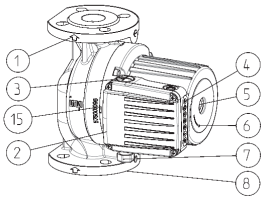
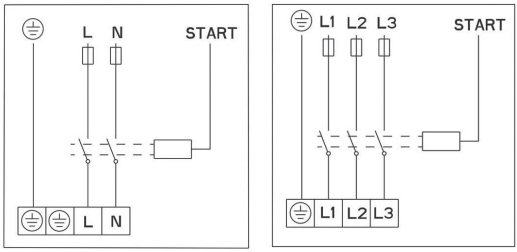

Abb.1
Abb. 3
- Die Pumpe wird in die Rohrleitung so eingebaut, dass die Pumpenachse 1-1 horizontal ist (Abb. 3).
- Die Durchflussrichtung des Fördermediums muss mit dem Pfeil auf dem Pumpengehäuse übereinstimmen (Abb. 1 – Pos. 1).
- Anschlussflanschen sind NP 6/10 (Abb.1 – Pos.8)
- GHN (basic, auto), GHNM (basic, auto) – Pumpen verfügen über ein einfaches Hydraulikgehäuse (Abb.1 – Pos.8)
Das Hydraulikgehäuse der Pumpe darf nur bis zum Spalt zwischen dem Motor und dem Hydraulikgehäuse isoliert werden. Öffnungen zur Kondensatableitung aus dem Statorraum müssen immer frei bleiben, dass gleiche gilt für den Einsatz der Pumpe in Heizsystemen, wenn eine Wärmeisolierung des Hydraulikgehäuses vorgenommen wird (Abb. 1, 2, Pos. 15). Das Elektromotorgehäuse, in dem sich Öffnungen zur Kondensatableitung befinden, darf nie isoliert werden!
Der Einspeiseleiter wird über die Einführung M20 (Abb.1 – Pos.7) angeschlossen.
Die Anschließung der Pumpen muss nach dem Schaltplan (Abb. 3), der an der Unterseite des Motordeckels abgebildet ist, erfolgen. Zuerst muss der obere Deckel abgeschraubt werden (Abb.1 – Pos. 2 ).
Bei Pumpen des Typs GHN (basic, auto), GHND (basic, auto), GHNMD (basic, auto), GHNMD (basic, auto) liegt der Rotor im Wasser, in besonderen wassergeschmierten Lagern. Darum muss vor der Inbetriebnahme die Pumpe mit Wasser gefüllt und entlüftet werden. Zur Entlüftung der Pumpen wird die Schraube auf der Hinterseite des Elektromotors (Abb.1-Pos. 5) herausgeschraubt. Aus der Spalte zwischen der Motorwelle und dem Lager strömt Luft heraus. Wenn Wasser heraustropft, schließen sie die Ventile auf der Ansaug- und Druckseite der Pumpe und starten sie die Pumpe. Die eingebaute Anzeige zeigt ein Drehen der Pumpenachse in die falsche Richtung mit mehrfachen Blinken des roten Lichtes an.
einen Knopf ⓢ Knopf (Abb. 1, Pos. 4), mit dem man zwischen den Geschwindigkeiten wählt. Einstellung der Geschwindigkeiten bei Pumpentypen GHN,GHND, GHNM, GHNMD ( auto ) (ⓔ①②③Ⓐⓐⓢ) kann auf Knopfdruck ⓢ manuell bei der Geschwindigkeit ① ② ③ und automatisch ⓢ in Ⓐ oder Ⓐ In beiden Fällen funktioniert die Pumpe abhängig von dem Durchlauf bei den Geschwindigkeiten ② ③ automatisch. Bei dem Nachtregime Ⓐ ist noch Mediumtemperatur berücksichtigt und wenn die Mediumtemperatur fällt, schaltet die Pumpe in die Geschwindigkeit ② Fall (> 10° C) oder Geschwindigkeit um ① Fall (> 20° C) ungeachtet auf Durchlauf. Wenn die Mediumtemperatur um > 20°C steigt, ist wieder die Funktionsweise in Verbindung mit Durchlauf ermöglicht. Diese Funktionsweise ist für die Systeme mit Thermoventilen und Systeme geeignet, in denen die Systemtemperatur in der Nacht fällt.
Die Pumpe ausschalten, Ventile an der Druck- und Ansaugseite der Pumpe schließen, Entlüftungsschraube ausschrauben, einen Schraubenzieher (Abb. 1-Pos.5) in den Schlitz auf der Welle stecken und diese so lange drehen, biss kein Widerstand mehr fühlbar ist. Danach wieder die Entlüftungsschraube einschrauben.